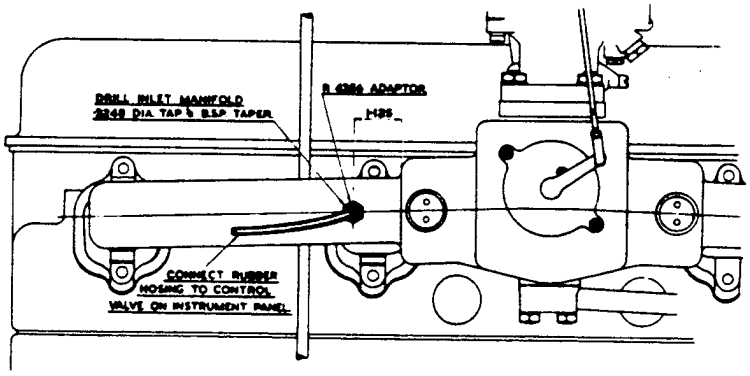

FIG.5. DRILLING OF MANIFOLD (LEFT-HAND DRIVE CARS).
a) Left-hand drive cars:- Drill and tap the induction manifold and fit the special adaptor (R-4356) as shown in Fig.5.